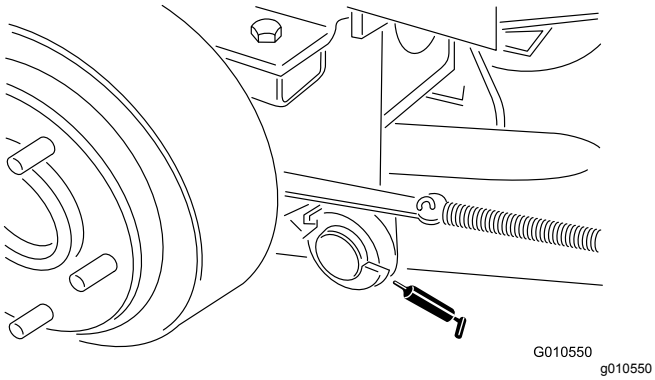

**Figur 16**
- Højre og venstre løftearms drejetapper (Figur 16)